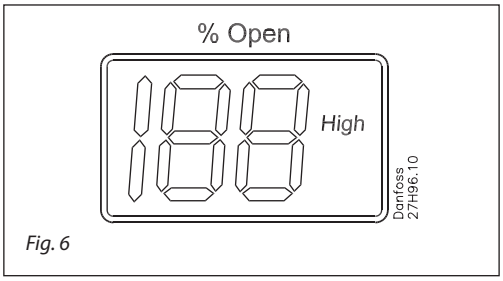

Fig. 6
- ***High*** represents that ICAD 600A-TS is operating the ICMTS valve like an ON/OFF solenoid valve with high speed according to a digital input signal (see fig. 6).